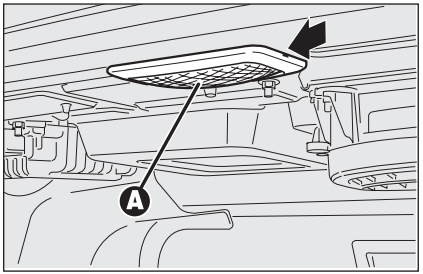

rys. 50 A0E0205m
- ❒ wyjąć lampę **A-rys. 50** podważając ją w miejscu pokazanym strzałką;